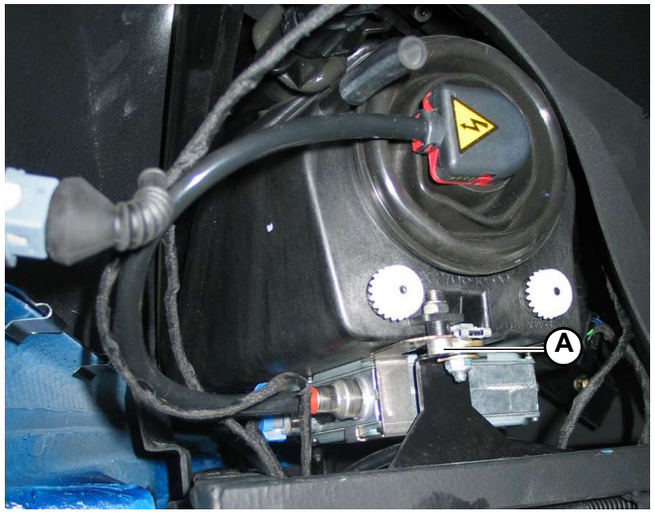

Fig.1
1. Disassemble the light by unscrewing the 3 screws (**A-Fig.1/2**) securing the device to the chassis. Carry out this procedure by accessing the free space left by the wheel arch.